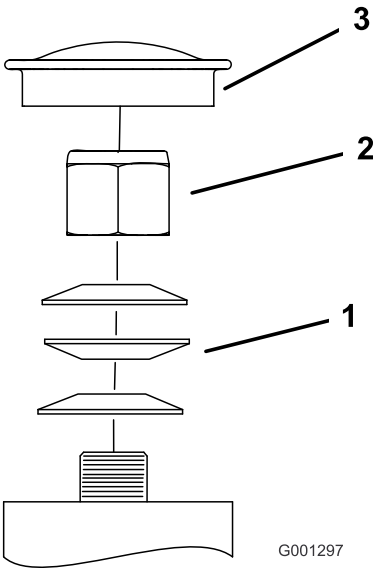

Figur 61
3. Fjern støvhetten fra styringen og trekk til låsemutteren (Figur 61).
4. Trekk til låsemutteren inntil fjærskivene er flate og gå deretter tilbake ¼ omdreining for å stille forbelastningen på lagrene korrekt (Figur 61).
Viktig: **Påse at fjærskivene er montert korrekt slik det vises i Figur 61.**
5. Sett på støvhetten (Figur 61).